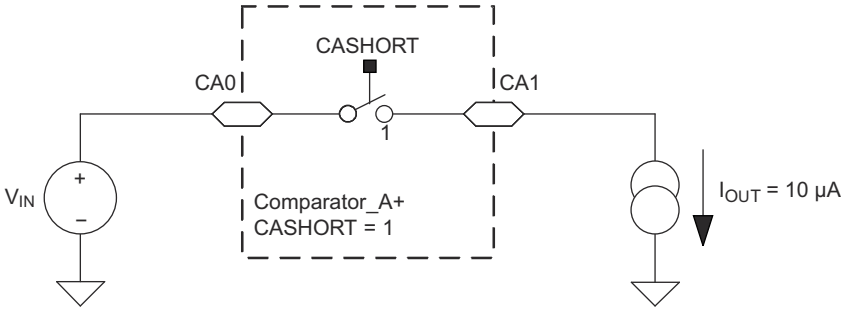
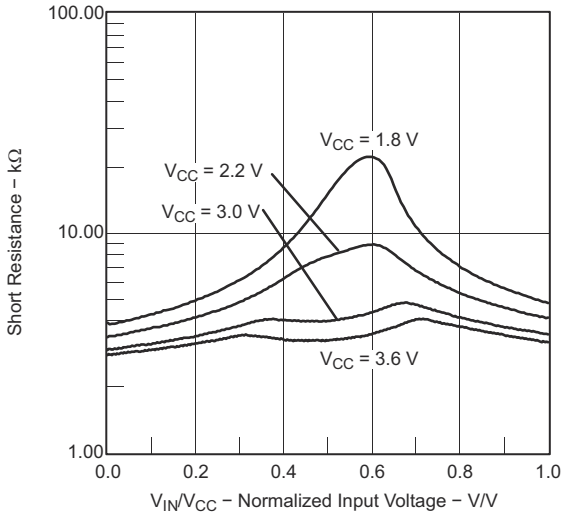

Figure 8-34. Comparator_A+ Short Resistance Test Condition
Figure 8-37. Short Resistance vs V_{IN}/V_{CC}
(1) The leakage current for the Comparator_A+ terminals is identical to $I_{lkg(Px.y)}$ specification.
(2) Also see Figure 8-34 and Figure 8-37.
(3) The input offset voltage can be cancelled by using the CAEX bit to invert the Comparator_A+ inputs on successive measurements. The two successive measurements are then summed together.
(4) The response time is measured at P2.2/CAOUT/TA0/CA4 with an input voltage step and with Comparator_A+ already enabled (CAON = 1). If CAON is set at the same time, a settling time of up to 300 ns is added to the response time.